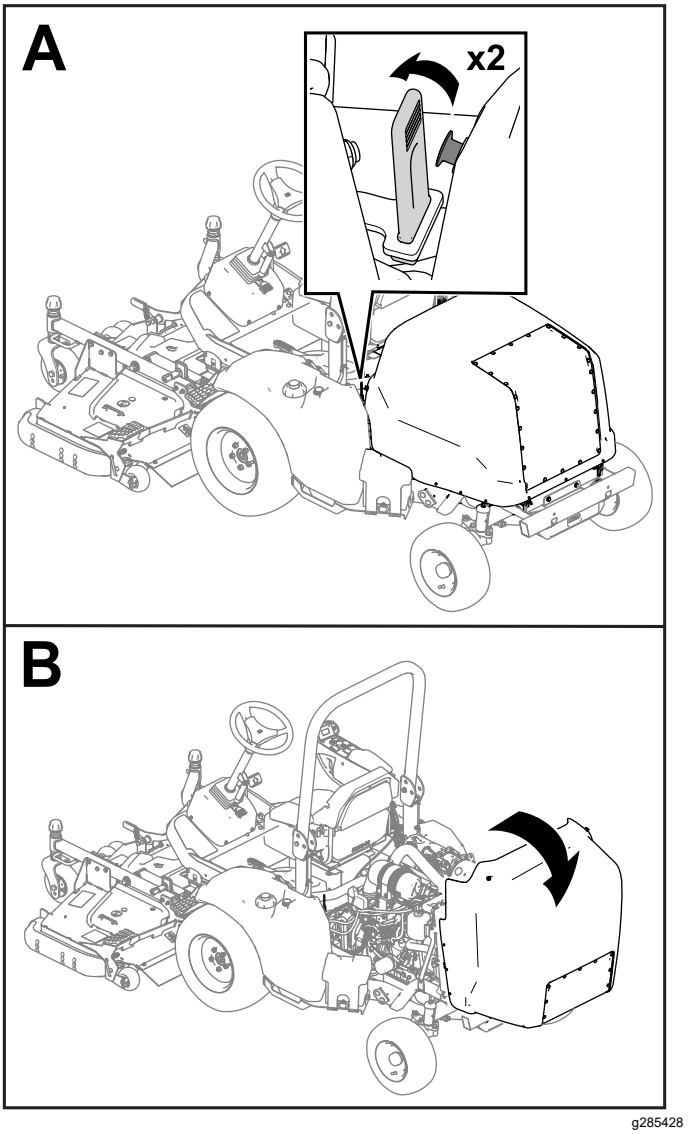

Figura 43
1. Abra los cierres en cada lado de la máquina (Figura 43).
2. Levante el capó (Figura 43).